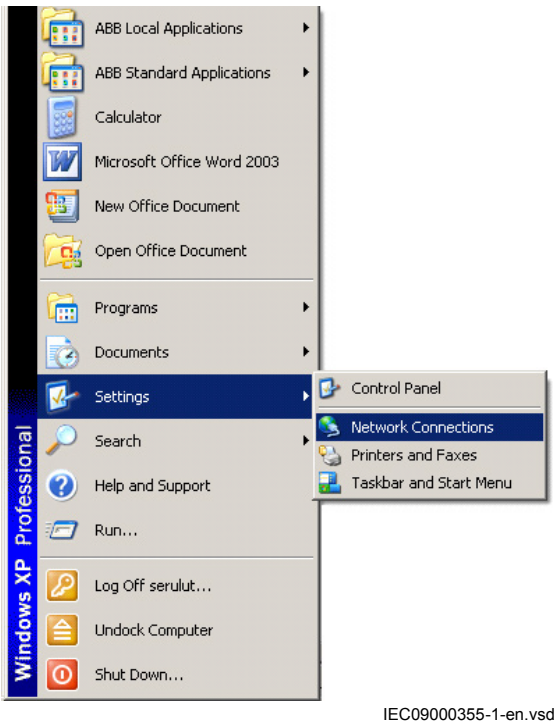

Figure 45: Select: Network connections
1. Select *Network Connections* in the PC, see Figure 45.